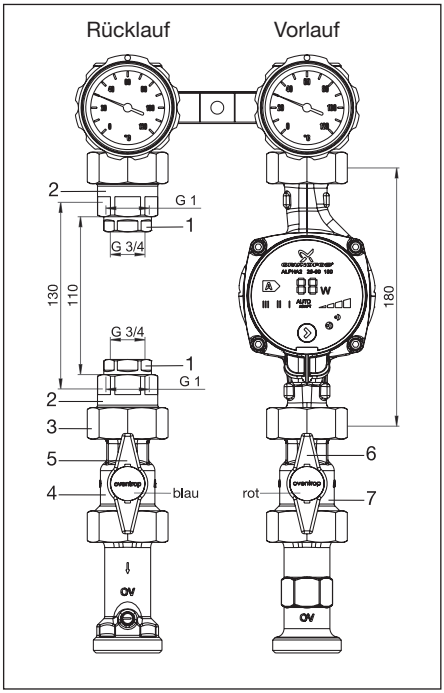

Abb. 5.1 Wärmemengenzähler Einbau – Set für „Regumat S-180“ DN 25 mit Pumpenkugelhahn (2015)
- Reduzierstücke G ¾ x G 1 mit G ¾ IG (1) und beiliegenden Dichtungen am Wärmemengenzähler verschrauben.
- Reduzierstücke G 1 x G 1 ½ mit G 1 IG (2) an bereits aufgeschraubte Reduzierstücke (1) und beiliegenden Dichtungen verschrauben.
- Vorhandenen Kugelhahn (4) aus dem Vorlauf im Rücklauf einbauen.
- Wärmemengenzähler im Rücklauf mit beiliegenden Dichtungen und Überwurfmutter (3) verschrauben.
- Kugelhahn mit Temperaturfühleranschluss (7) im Vorlauf einbauen (Achtung: Je nach Ausführung der Temperaturfühler kann die Position des Kugelhahns variabel gewählt werden (s. Abb. 5.1 und 5.2). Die Griffe (5, 6) mit blauen und roten Stopfen umtauschen.
Der Einbau eines Wärmemengenzählers mit Baulänge 130 mm ist identisch mit dem Einbau 110 mm, jedoch werden die Reduzierstücke G ¾ x G 1 (1) und die entsprechenden Dichtungen (s. Abb. 5.1 und 5.2) nicht benötigt.